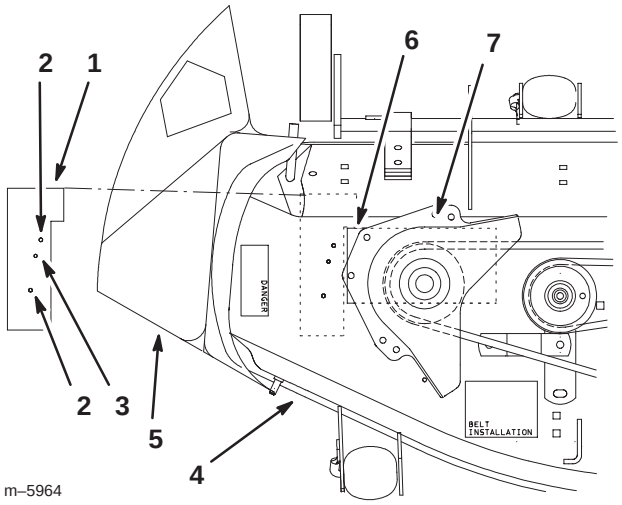

Bild 13
2. Entfernen Sie den vorhandenen Riemenschutz (Bild 13).
3. Legen Sie die Schablone Nummer 2 oben auf das Mähwerk. Richten Sie die Schablone aus. Die Kerbe in der Schablone sollte um die Verstärkungsplatte passen, und die Schablone sollte mit den bestehenden Löchern übereinstimmen (Bild 13).
4. Stanzen Sie die zwei zu bohrenden Löcher in der Mitte und entfernen Sie die Schablone (Bild 13).
7. Montieren Sie den Riemenschutz (Bild 13).